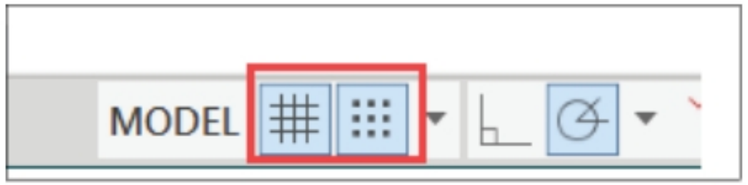

Figure-5. Grid display and snap
- Click on the buttons displayed in Figure-5 to hide the grid and off the grid snap.